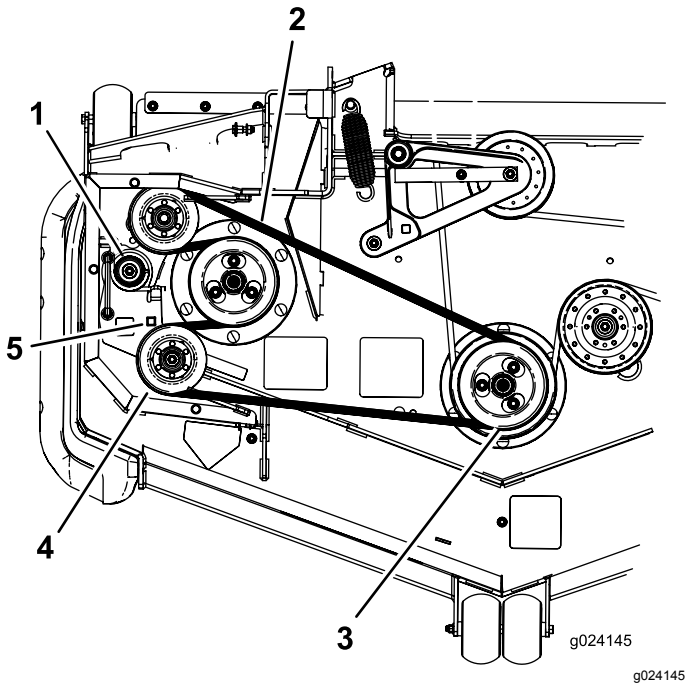

Figuur 89
7. Gebruik een ratelsleutel in de vierkante opening in de arm van de spanpoelie om de druk op de veer te verminderen (Figuur 89).
8. Verwijder de riem van de poelie van het maaidek (Figuur 89).
9. Verwijder de riem van de overige poelies (Figuur 89).
11. Zet een ratelsleutel in de vierkante opening, verminder de spanning op de veer en leid de nieuwe riem rond de spanpoelie (Figuur 89).